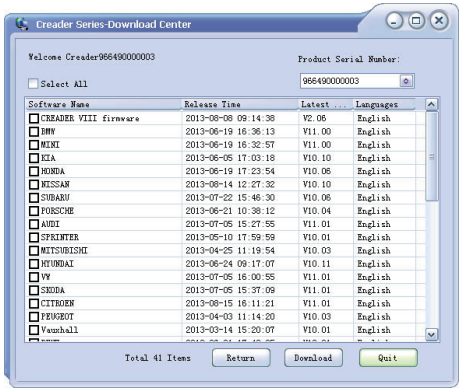
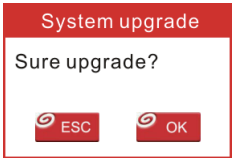

Рисунок 6
Рисунок 7
9. Перезапустите прибор, выберите нужные файлы или нажмите ‘Выбрать все’, а затем нажмите ‘Скачать’, чтобы начать загрузку См. рисунок 6.
10. После того, как все шаги выполнены, снова вставьте карту памяти в слот и включите прибор через USB-кабель или диагностический кабель (один конец к разъему DB-15 прибора, а другой конец к DLC автомобиля). Диалоговое окно (Примечание: Если только диагностическое программное обеспечение обновлено, а пакеты микропрограмм не загружаются на рис. 6, это поле не появится) на экране появится с предложением обновить (см. Рисунок 7), нажмите OK, чтобы продолжить.